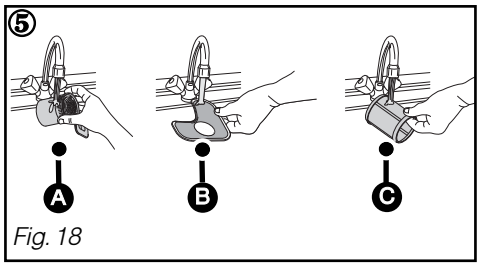

Fig. 18
② Loosen the waste filter a quarter of a turn and then remove it Ⓐ
③ Remove the main filter Ⓑ
④ Remove the micro filter Ⓒ
⑤ Carefully clean filters Ⓐ, Ⓑ and Ⓒ under running water (Fig. 18)